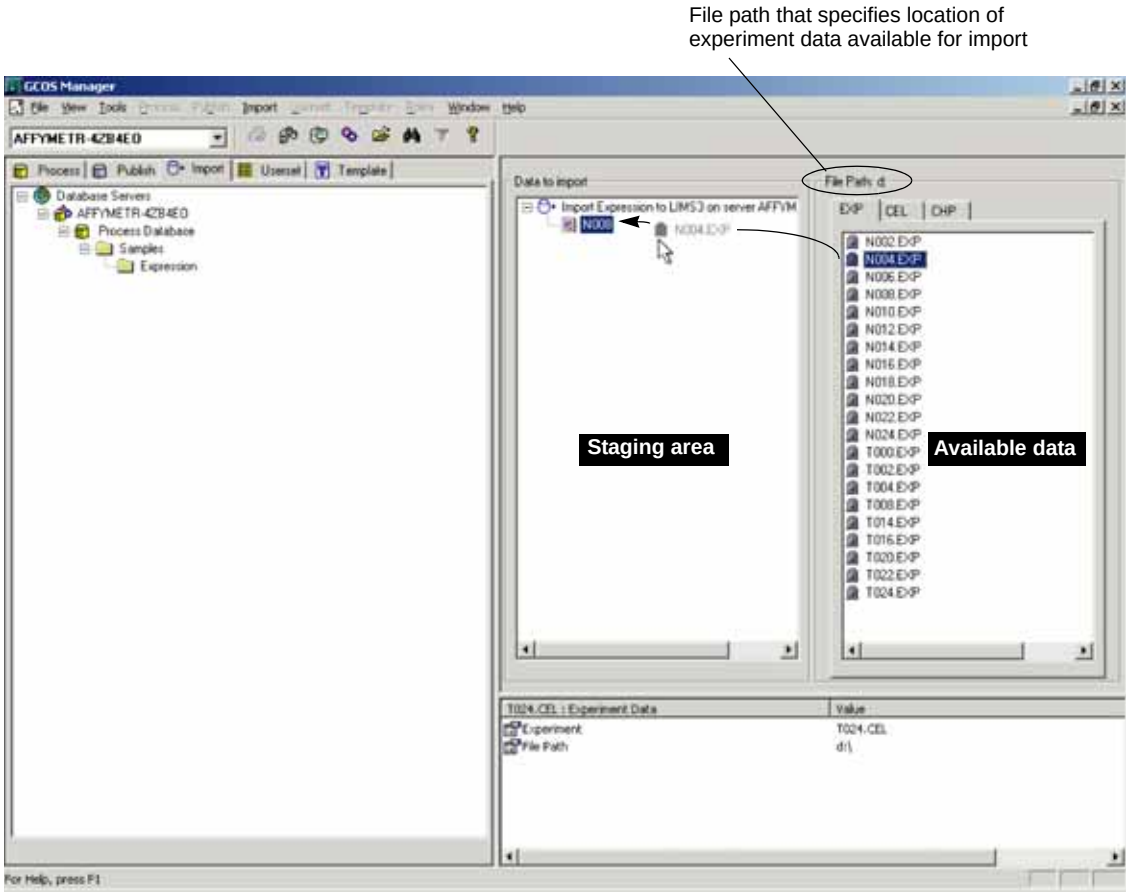

Figure 15.45
In the available data pane **(Figure 15.45)**, the EXP tab displays the experiment data (.exp) available for import at the designated data import path. When you associate an experiment (.exp) with a sample, the .dat, .cel, and .chp with the same prefix (if they exist) are also automatically associated with the sample.
1. To associate a .exp with a sample, drag the data to the sample in the staging area **(Figure 15.45)**.